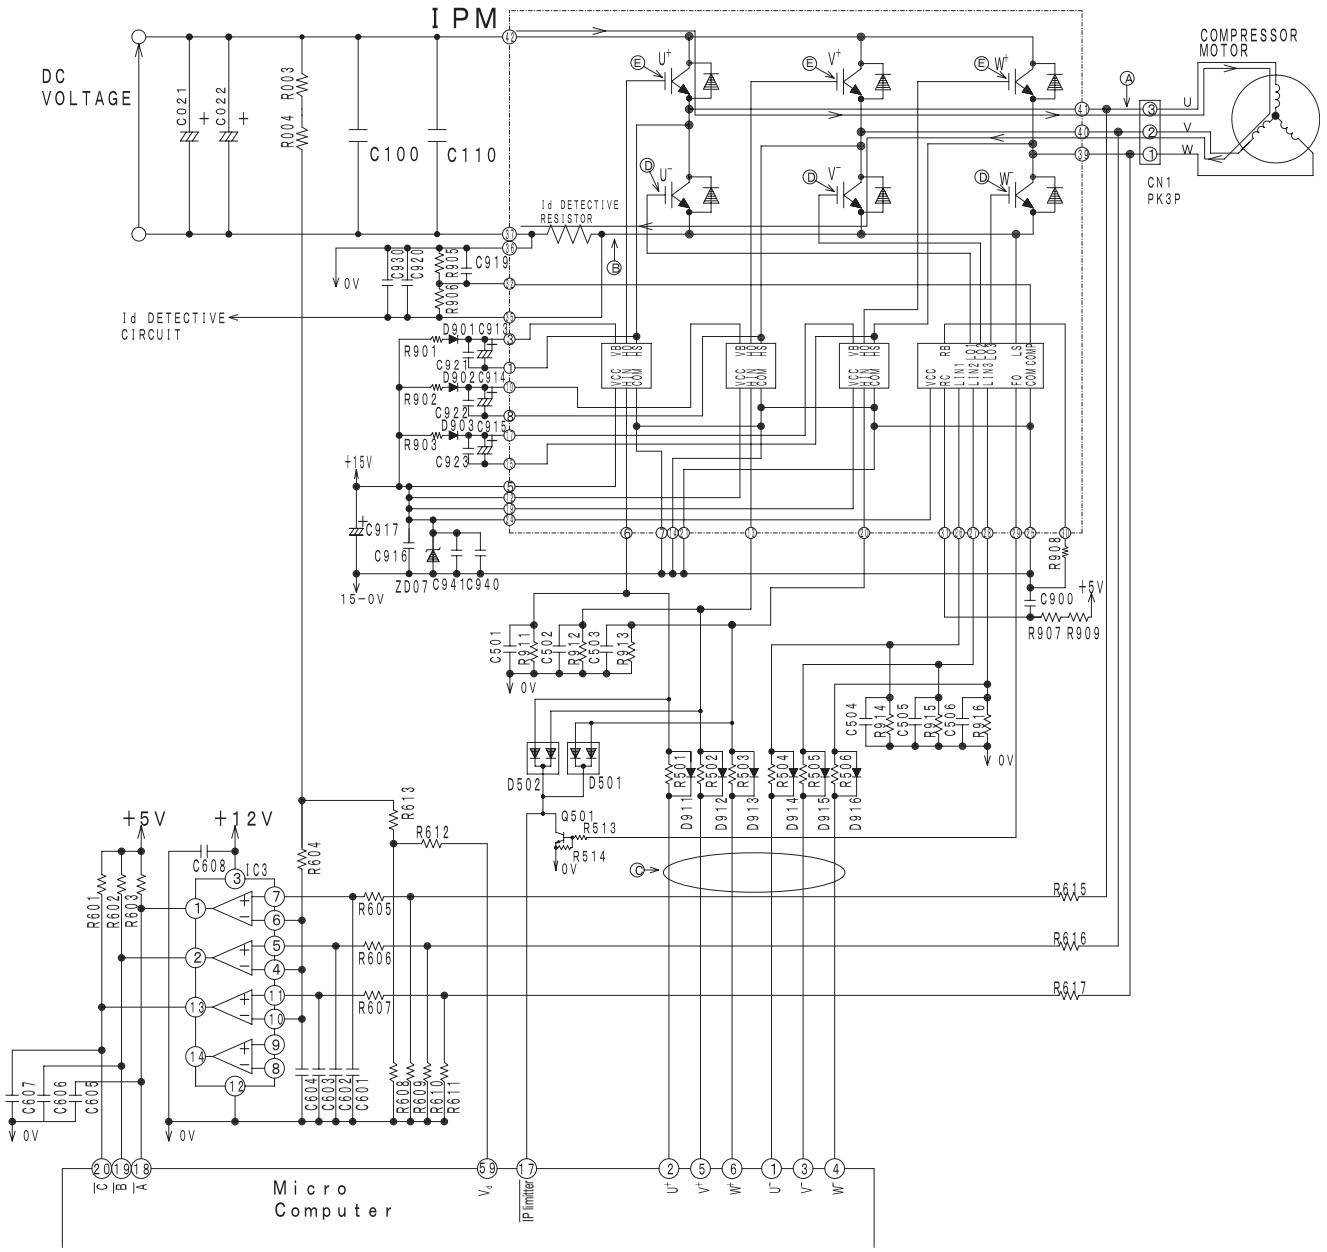
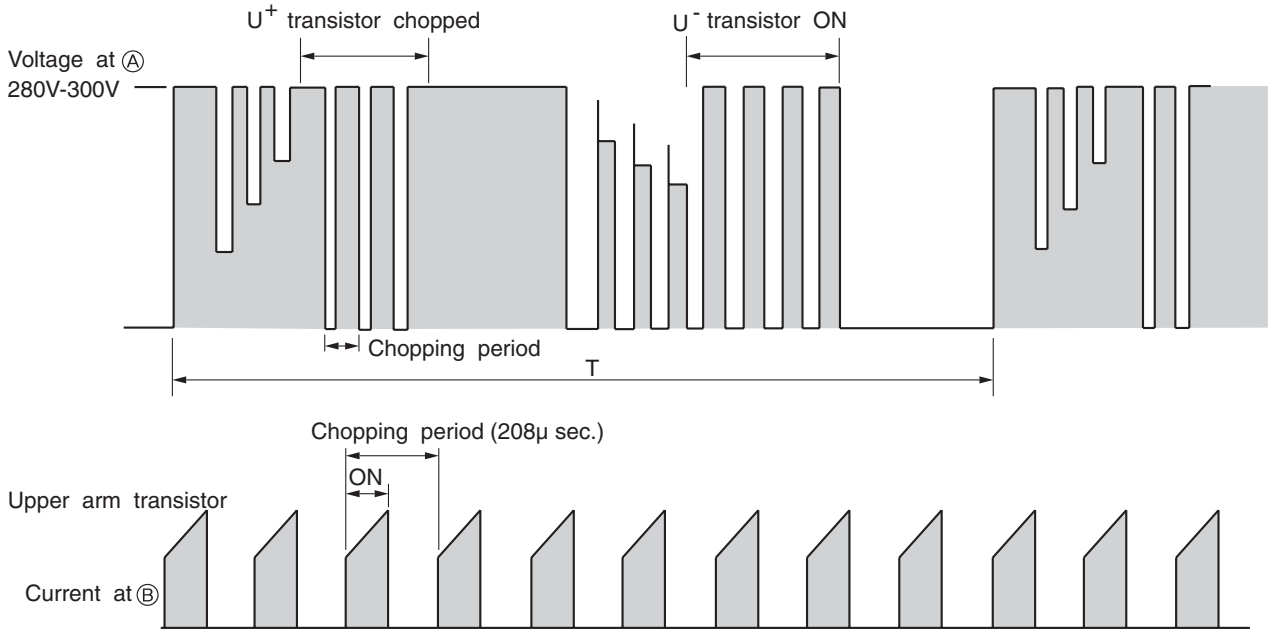

Fig. 4-1 Intelligent power module circuit (U^+ is ON, V^- is ON)
Fig. 4-3 Voltage waveform at each point
- Fig.4-1 shows the intelligent power module and its peripheral circuit.
At point Ⓔ: U^+ is ON, V^- is ON (circuit in Fig. 4-1)
Fig. 4-3 shows voltage waveform at each point shown in Figs. 4-1 and 4-4. First half of upper arm is chopper, second half is ON, and first half of lower arm is chopper, second half is ON.
(1) When U^+ transistor is ON: U^+ transistor → U coil → V coil → V^- transistor → DC current detection resistor → Point Ⓑ (Fig. 4-1)
Since current flows at point Ⓑ only when U^+ transistor and V^- transistor are ON, the current waveform at point Ⓑ becomes intermittent waveform as shown in Fig. 4-3. Since current at point Ⓑ is approximately proportional to the input current of the air conditioner, input current is controlled by using DC current (Id) detection resistor.